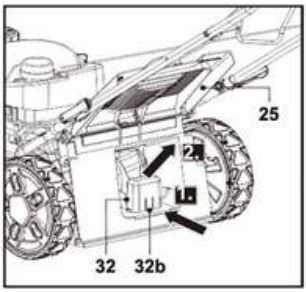

Abb. 17
2. Drücken Sie den Verriegelungsverschluss (32b) zusammen und lösen Sie ihn aus der Öffnung der Auswurföffnung (29a), danach entnehmen Sie den Mulcheinsatz (32) (Abb. 17).